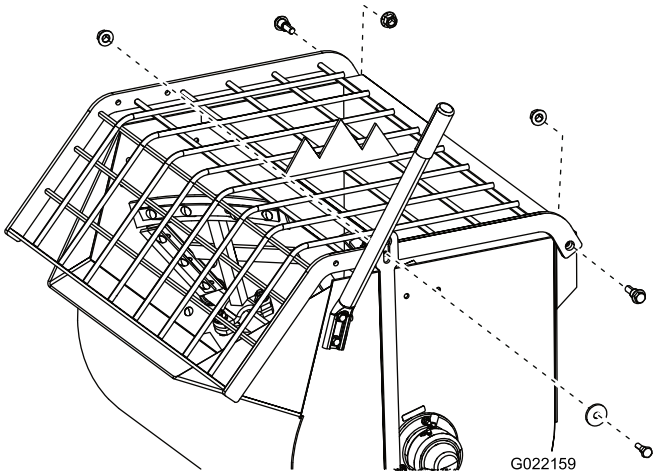
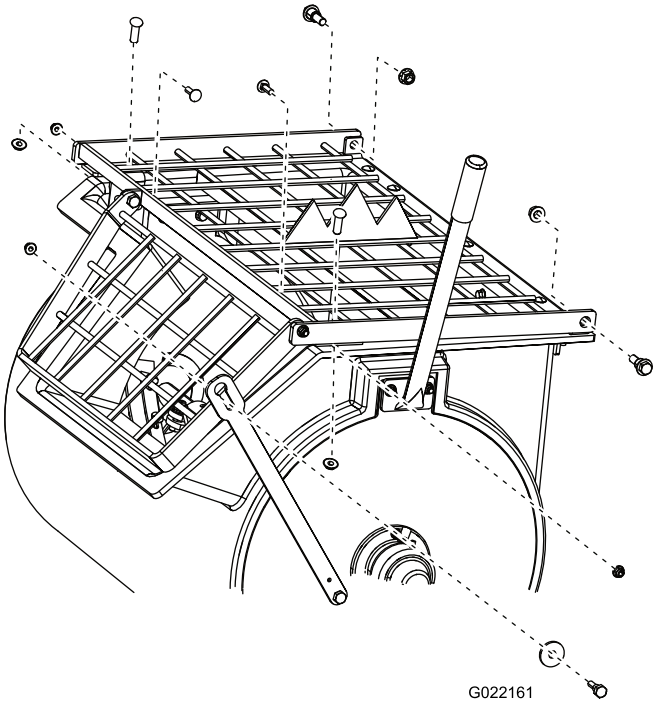
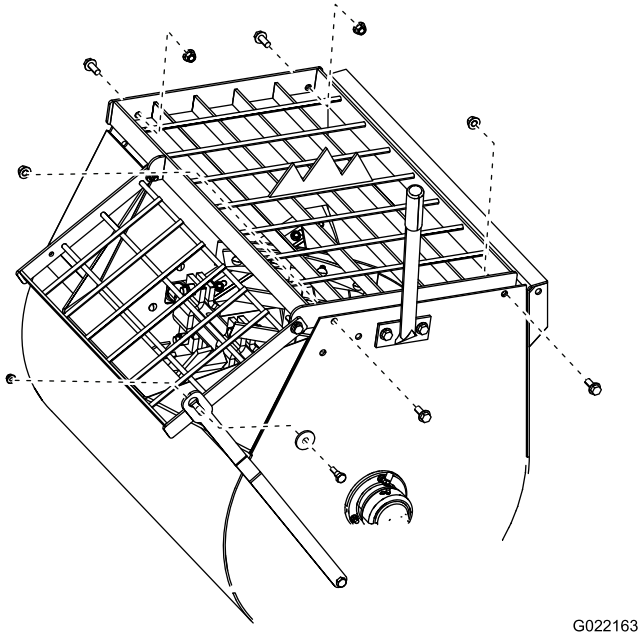

Figure 39
Figure 40
Figure 41
3. Remove the nuts and bolts that secure the grate to the drum, and remove the grate (Figure 39, Figure 40, or Figure 41).